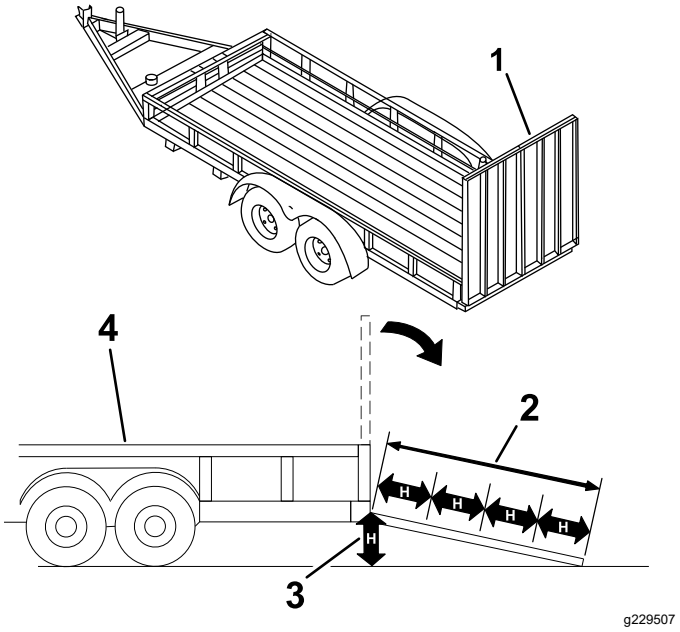

**Figura 27**
**El cargar la máquina en un remolque o un camión aumenta la posibilidad de un vuelco y podría causar lesiones graves o la muerte (Figura 27).**